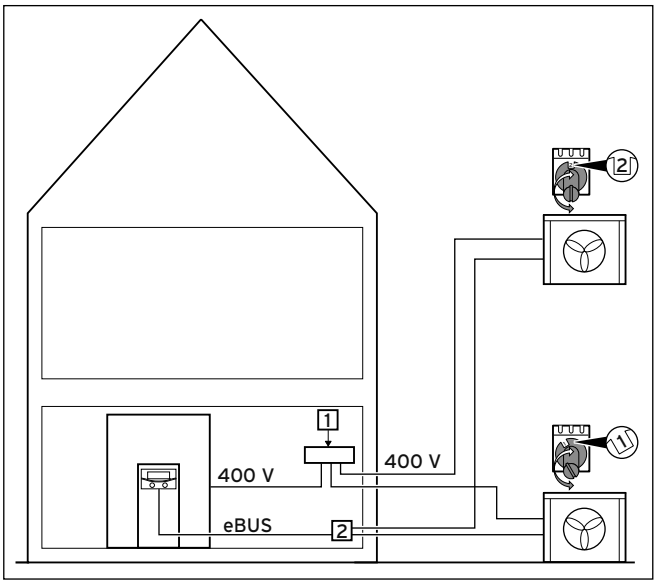

Abb. 7.6 Elektrische Verdrahtung zweier Außeneinheiten
- **Bei zwei Außeneinheiten:** Setzen Sie in der Nähe der Inneneinheit eine Verteilerdose und verbinden Sie dort die eBUS-Leitungen (→ **Abb. 7.6**).